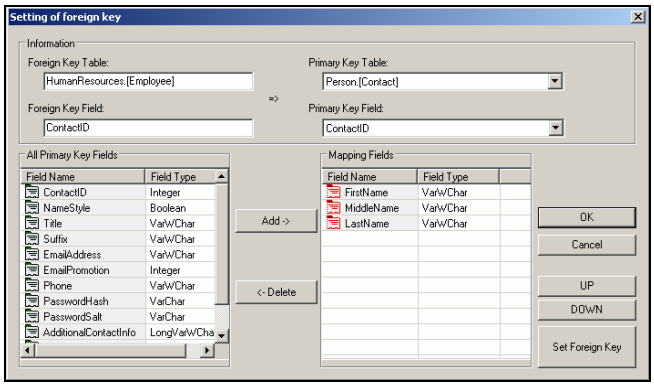

Figure 15-10
8. In the left side of the foreign key dialog box, select the field(s) of the Primary Key Table corresponding to the field of the Foreign Key Table. In this example (Figure 15-10), the **Contact ID** field of “Human Resource (Employee)” Foreign Key Table is linked to the **First Name**, **Middle Name** and **Last Name** fields of “Person (Contact)” Primary Key Table.